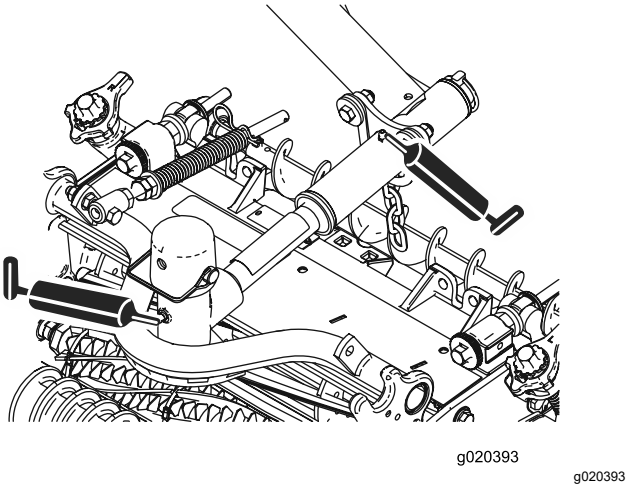

Figur 44
- Klippenhetens svängtappar (2 av varje), se Figur 44.